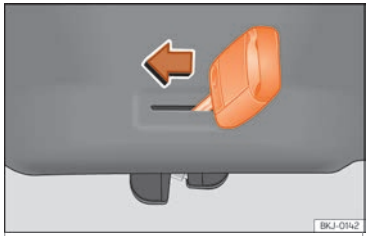

Fig. 91 Detail of the luggage compartment: emergency unlocking
• Insert the key blade into the slot and move the key in the direction of the arrow until the lock unlocks ››› Fig. 91.